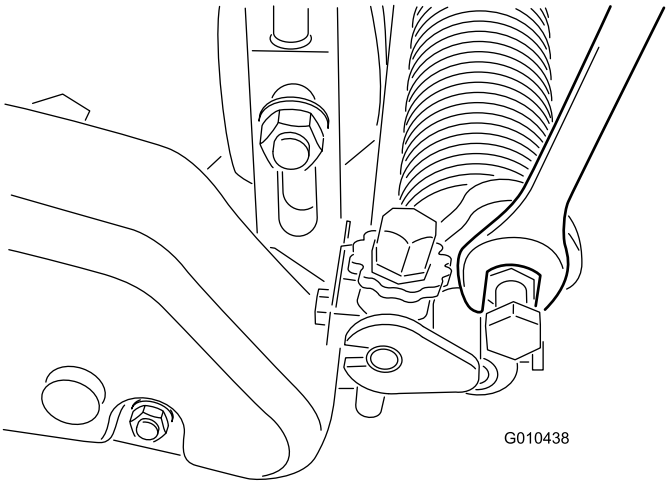

図 24
B. アームを上下させてAポジションまたはBポジションにセットする図 24。